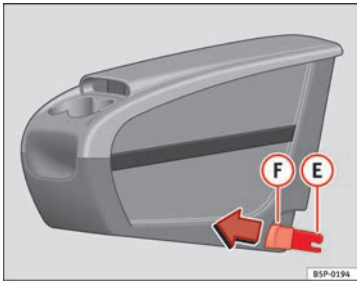
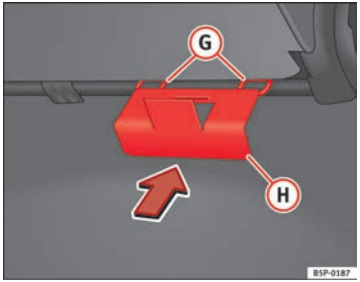

Fig. 113 Mobile storage compartment. Installation
Fig. 114 Mobile storage compartment mounting plate
– Fit the mobile storage compartment mounting plate (H) ⇒ fig. 114 from the inside of the vehicle, through the rear part of the seat. It should be fitted between the backrest and the seat, in the central seat area.
– Set both mounting pieces together (E) ⇒ fig. 113, with both mounting rings (G) ⇒ fig. 114 and press hard until both the clips completely connect with the rings.
– Pull each of the buttons ⇒ fig. 113 (F) on the clips (red buttons) forwards, until they snap out of place.